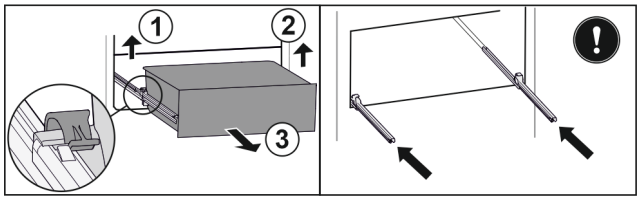

Fig. 177
▶ 提起左侧夹子，同时将抽屉左侧向前拉。 *Fig. 177 (1)*
▶ 提起右侧夹子，同时将抽屉右侧向前拉。 *Fig. 177 (2)*
▶ 朝前取出抽屉。 *Fig. 177 (3)*